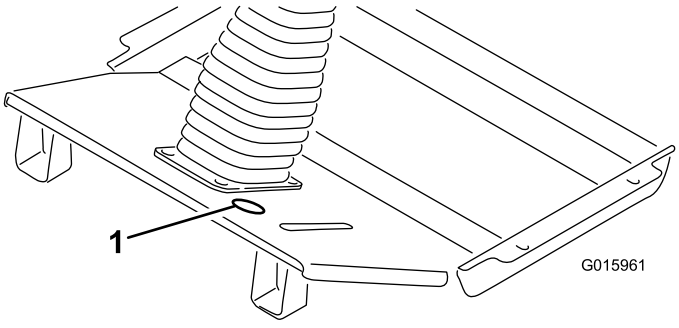

Figure 3
1. Remove the knockout plug, located between the brake pedal and the steering column in the floor plate (Figure 3). If the floor plate does not have a knock out plug, proceed to the next step for drilling instructions.